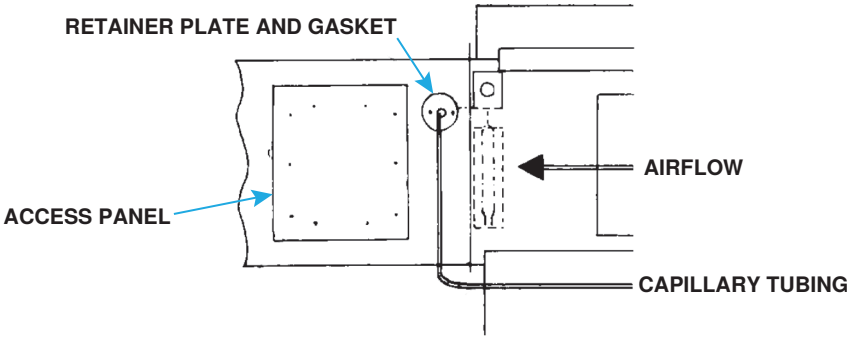

Figure 9. Capillary Sensor Installation
(2) At selected ductwork location, mark and cut 1/2-inch hole hole that will be sealed with gasket and retainer plate (see **Figure 9**). Push sensor and capillary tubing through hole.
(3) Remove ductwork access panel (see **Figure 9**) and install sensor in sensor holder so that it senses air temperature as it flows through holes in holder.
(4) Position sensor holder and junction box assembly inside ductwork so that sensor will be shielded from direct airflow and secure junction box to ductwork using four field-supplied #6 sheet metal screws.
(5) Slide gasket (cut slit) and retainer plate over capillary tubing. With gasket next to ductwork, install hole retaining plate and secure using field-supplied sheet metal screws.
(6) Close ductwork access panel.